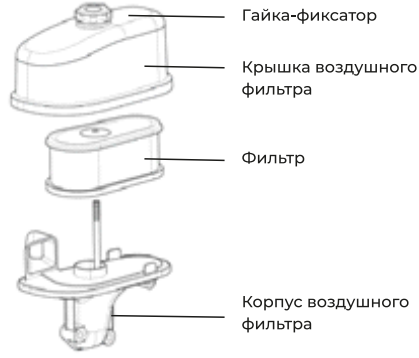

Рис. 42
11.4. Воздушный фильтр (рис. 42)